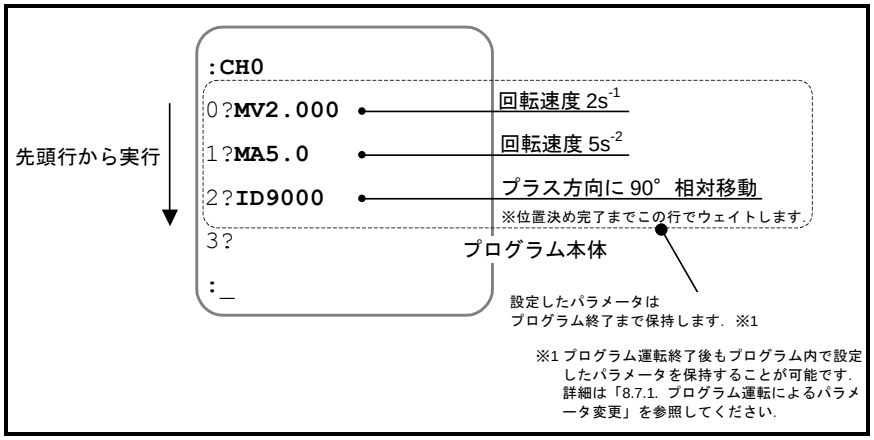

図 6-5：プログラムの内容
- プログラムの内容は非常に簡潔です．基本的には，パラメータ設定と位置決めコマンドから構成され，先頭から実行されます．「図 6-5：プログラムの内容」にプログラム例を示します.